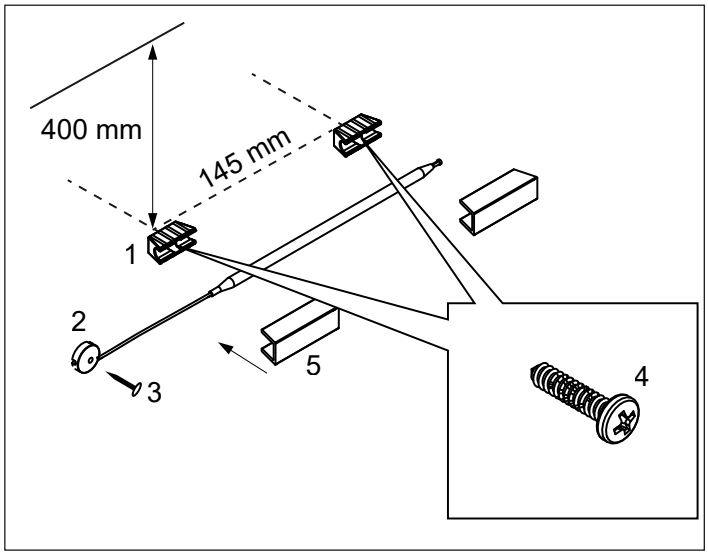
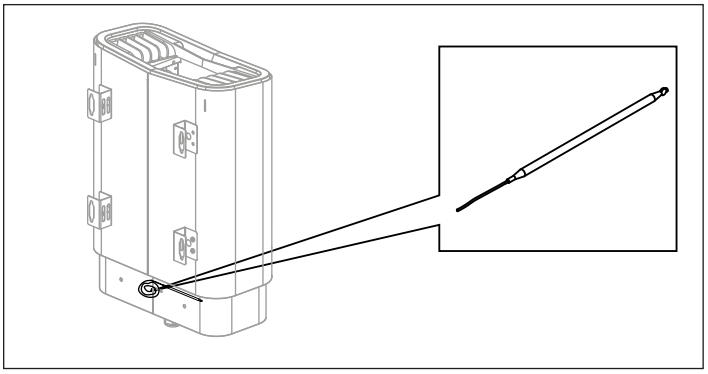

Rysunek 12: Montaż czujnika temperatury
Rysunek 14: znajdowanie czujnika temperatury
Zainstaluj uchwyty czujnika temperatury (patrz (1) na rys. 12) 400 mm poniżej sufitu i w odległości 145 mm pomiędzy nimi, za pomocą dwóch załączonych wkrętowych (4).
Wstaw czujnik temperatury (umiejscowiony z tyłu pieca, patrz rys. 14) i zabezpiecz rurkę kapilarną klipsami (2) i gwoździem (3) (patrz rys. 12).
Zanim podłączysz piec do sieci elektrycznej o napięciu lub liczbie faz niewymienionych w schemacie elektrycznym (patrz rys. 14), skontaktuj się z działem obsługi klienta firmy TylöHelo.